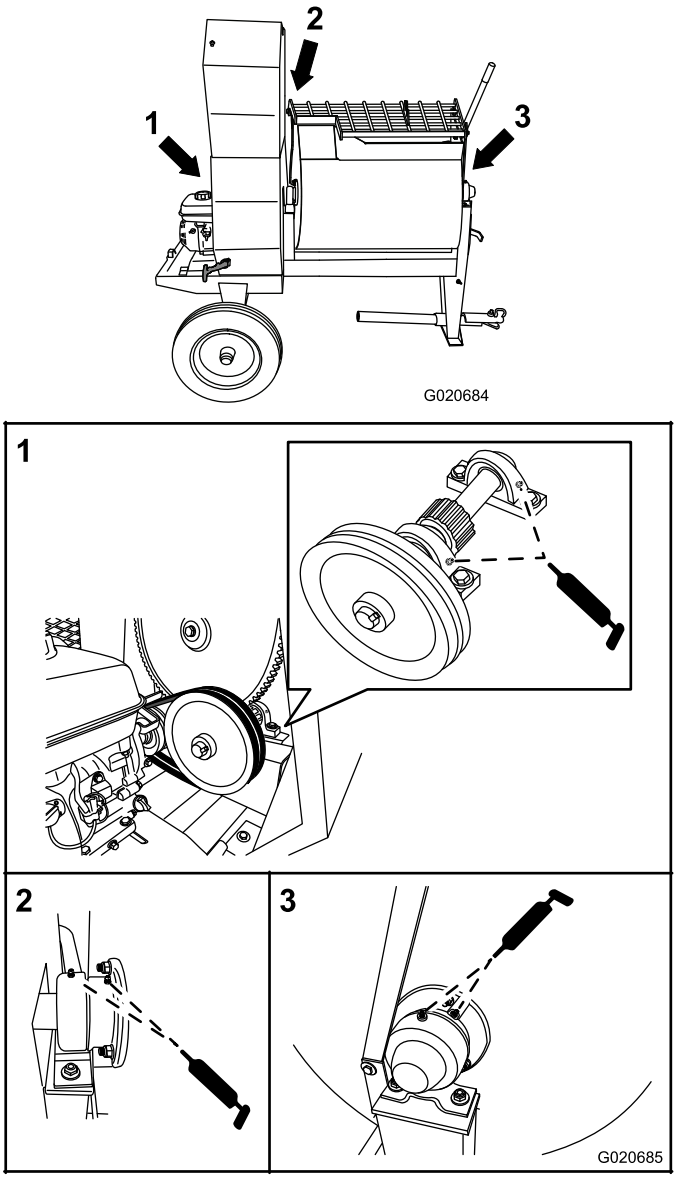

Figure 50
1. Nettoyez la surface autour de chaque graisseur avec un chiffon et retirez le capuchon en plastique du graisseur (Figure 50).
- Pour les paliers, faites 1 injection de graisse dans chaque graisseur (Figure 50).
- Pour les tourillons, injectez de la graisse à plusieurs reprises dans le graisseur jusqu'à ce qu'elle commence à suinter hors du logement du palier (Figure 50).